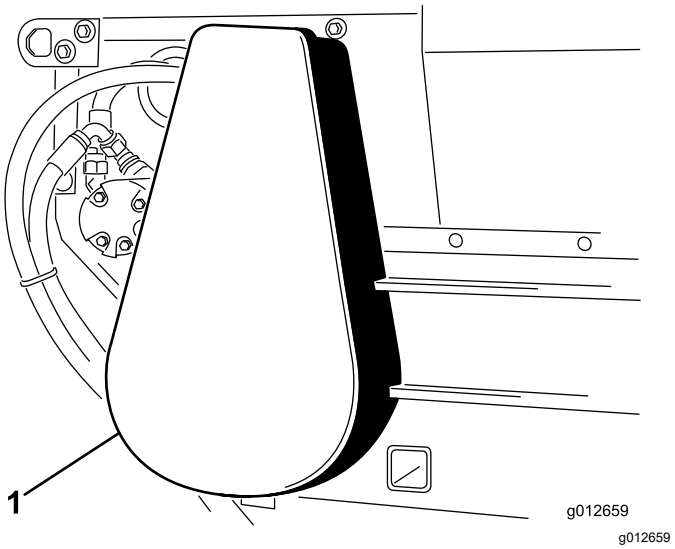

Figur 39
3. Monter kædedækslet (Figur 39).